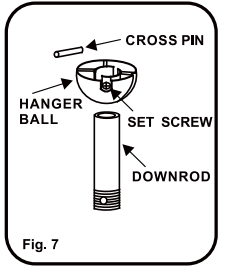

Fig. 7
Step 3.Remove hanger ball from downrod assembly by loosening the set screw , removing the cross pin, and sliding ball off rod.(Fig 7)